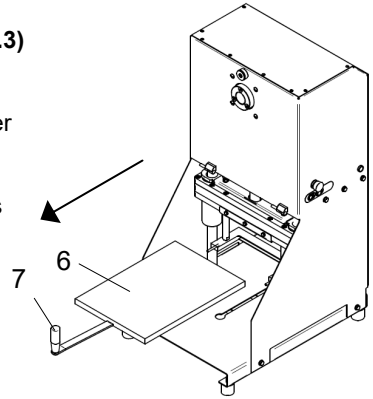

Fig. 7.2.3
7.3.3 Entfernen des Schneidbretts (Abb. 7.2.3)